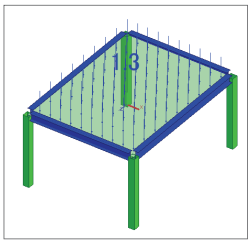

図3　荷重図（積載荷重）
b)　積載荷重も固定荷重と同様に「名前=P」「荷重の種類=積載荷重」「下向き、圧力=1.3kN/㎡」として荷重条件を追加（図3）。